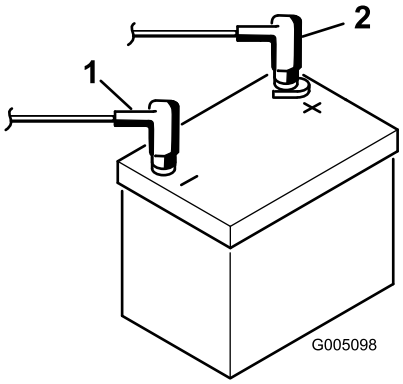

Figuur 8
8. Bevestig de pluskabel (rood) aan de pluspool (+) van de accu en vervolgens de minkabel (zwart) aan de klem van de minpool (–) van de accu en zet deze vast met behulp van de bouten en moeren (Figuur 8). Schuif het rubberen stofkapje over de pluspool om eventuele kortsluiting te voorkomen.